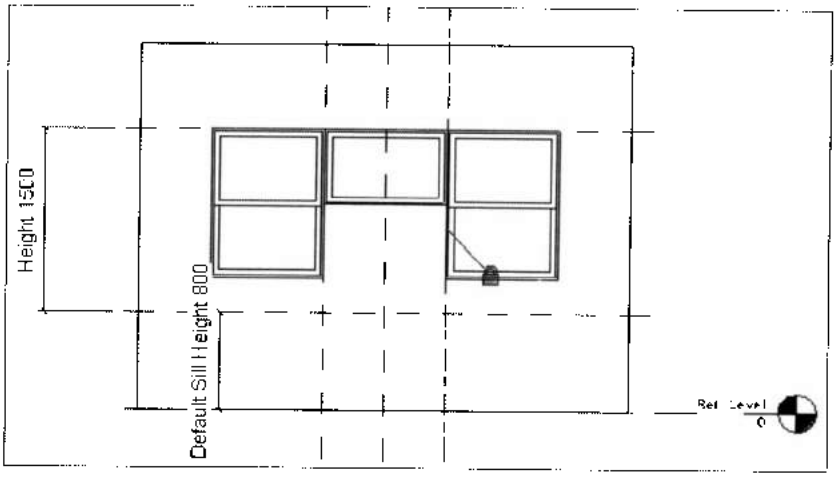

Рис. 18.19. *Выравнивание всех компонентов по трем опорным плоскостям*
1. Повторить пункты 1–7 предыдущей процедуры. Результатом будет окно, изображенное на рис. 18.19.